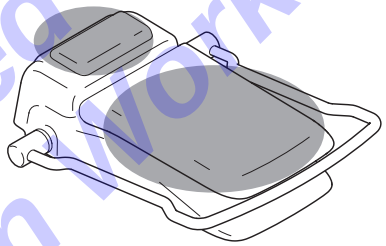

Figure 126 – Foot Pedal Critical Wipe Down Areas
2. Wipe critical areas such as the foot pedal treadle, irrigation flush button, and any other areas that may be soiled (Figure 126).